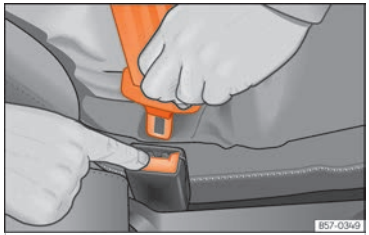

Fig. 25 Soltar la lengüeta del cierre del cinturón.
- Presione la tecla roja en el cierre ››› fig. 25. La lengüeta saltará del cierre.